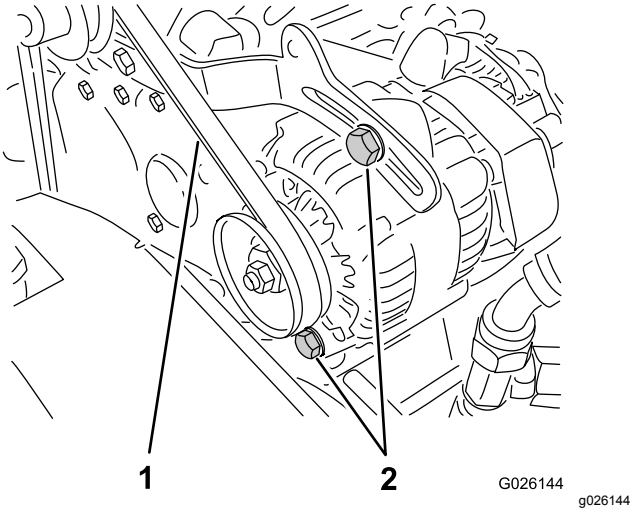

Figur 62
2. Kontroller spenningen ved å trykke ned remmen midt mellom veivakselens og generatorens remskiver med en kraft på 10 kg (Figur 62).
A. Løsne generatorens to monteringsbolter (Figur 62).
B. Bruk en stang og vri generatoren til du oppnår passelig spenning på remmen, og stram deretter monteringsboltene (Figur 62).